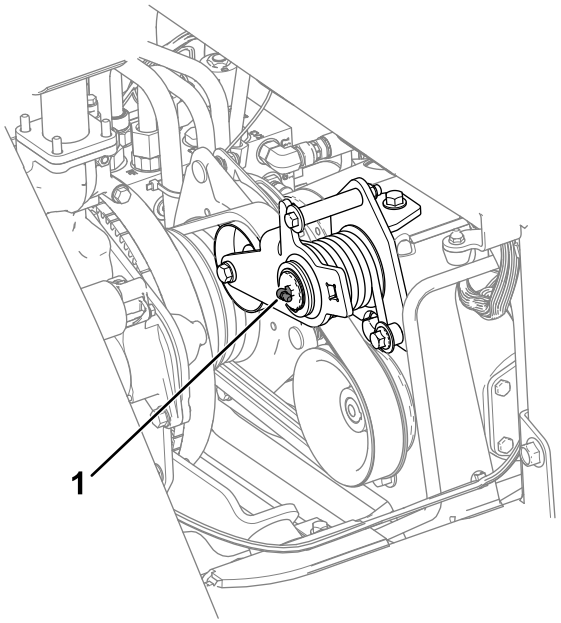

**Figura 47**
- Braccio di rinvio (Figura 47)